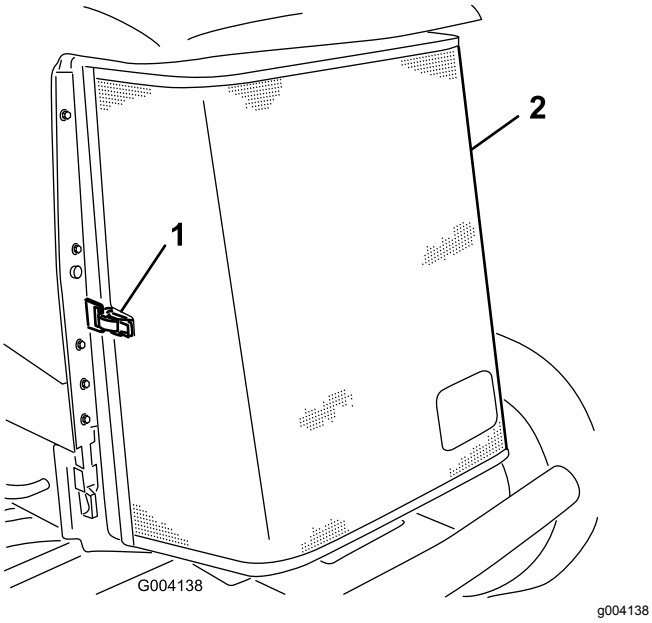

**Figur 62**
3. Lossa klämman och vrid upp det bakre gallret (Figur 62).